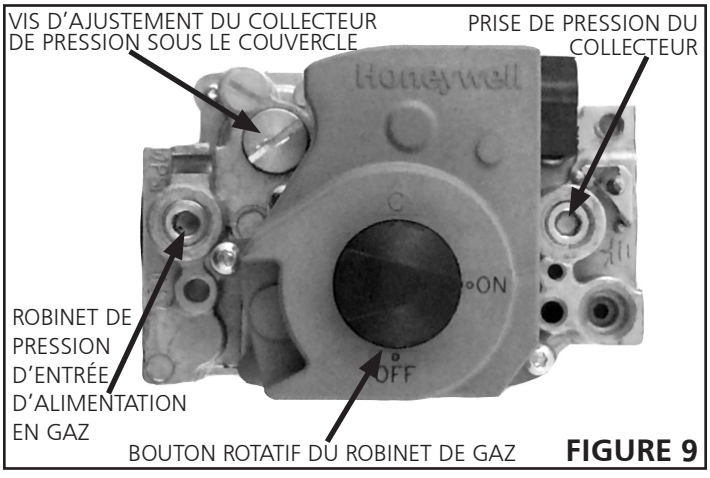

FIGURE 9
5. Il y a un bouton rotatif noir lequel peut être passé en position de marche (ON) ou en position d'arrêt (OFF). Pivoter le bouton à la position d'arrêt (OFF). (Voir la **figure 9**).
7. Pivoter le bouton noir à la position de marche (ON).
2. Après avoir vérifié, et ajusté, la pression de ligne, vérifier la pression au collecteur. La bonne pression au collecteur est indiquée sur la plaque de classification de l'appareil. Voir la **figure 9**. pour l'emplacement de la vis d'ajustement de pression du gaz. Un ensemble de conversion de gaz naturel au gaz propane est requis pour faire la conversion de l'appareil. Se référer aux instructions d'installation fournies avec l'ensemble de conversion pour la procédure de conversion.